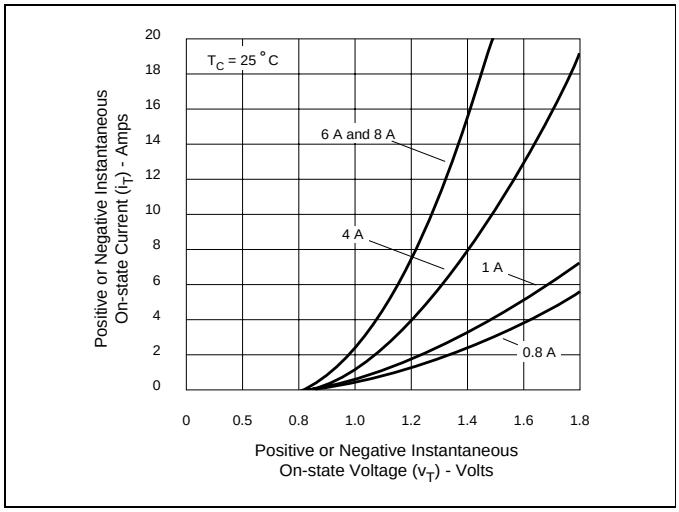

Figure E1.4 On-state Current versus On-state Voltage (Typical)
(1) For either polarity of MT2 with reference to MT1 terminal
(2) For either polarity of gate voltage V_{GT} with reference to MT1 terminal
(3) See Gate Characteristics and Definition of Quadrants.
(4) See Figure E1.4 for i_T versus v_T.